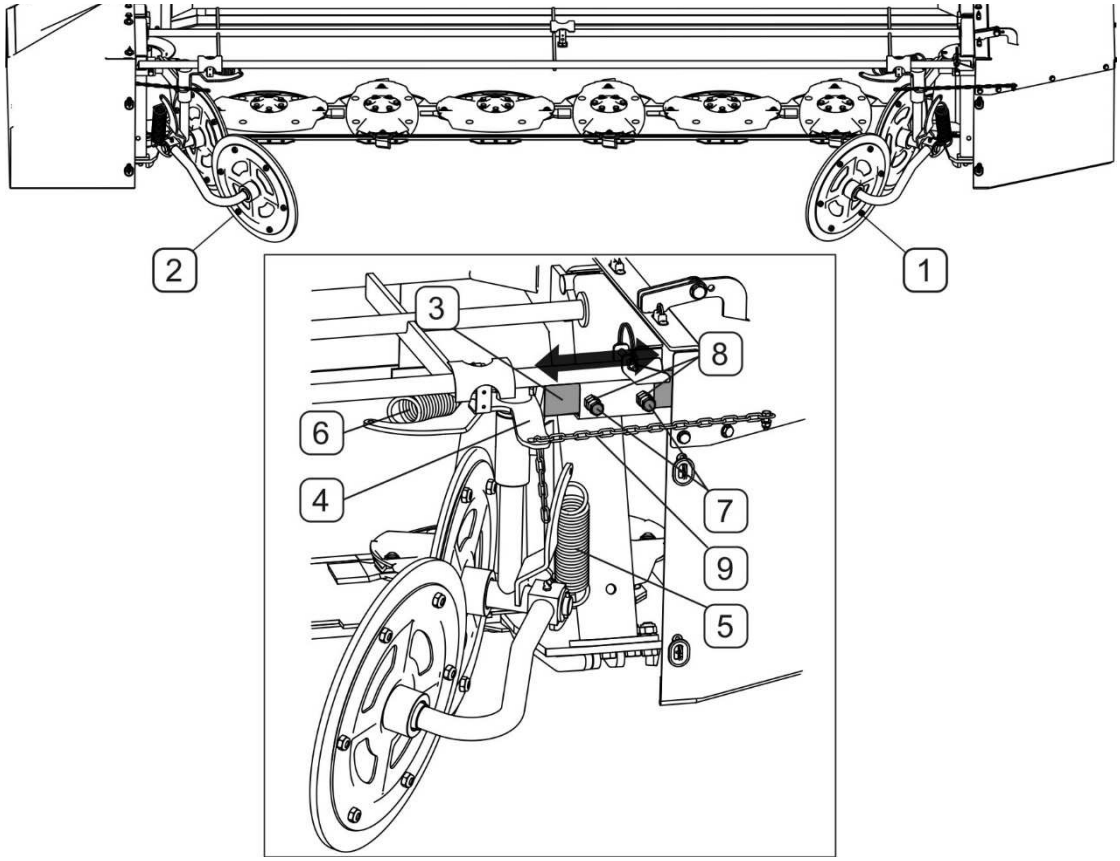

РИСУНОК 4.8 **Регулировка подборщиков покоса PDF300**
- слегка отвинтить контргайки *(8)* и болты *(7)* (РИСУНОК 4.8),